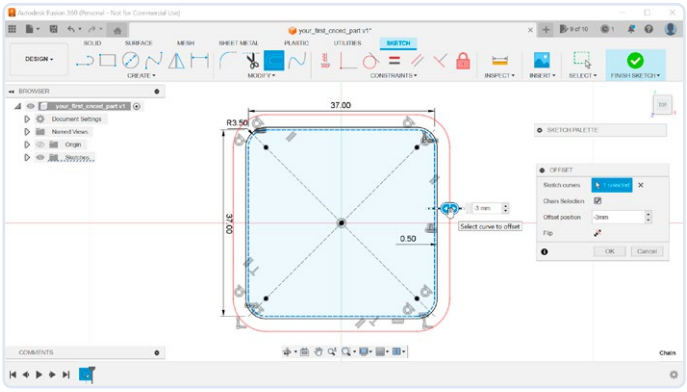

Figuur 6. De dikte van de wanden instellen.
6. Er is nog een offset omdat de wanden van onze behuizing een zekere dikte moeten hebben (**figuur 6**). Herhaal de voorgaande stap, geef nu een offset van –3 mm in. Zo krijgen we later 2,5 mm dikke wanden.